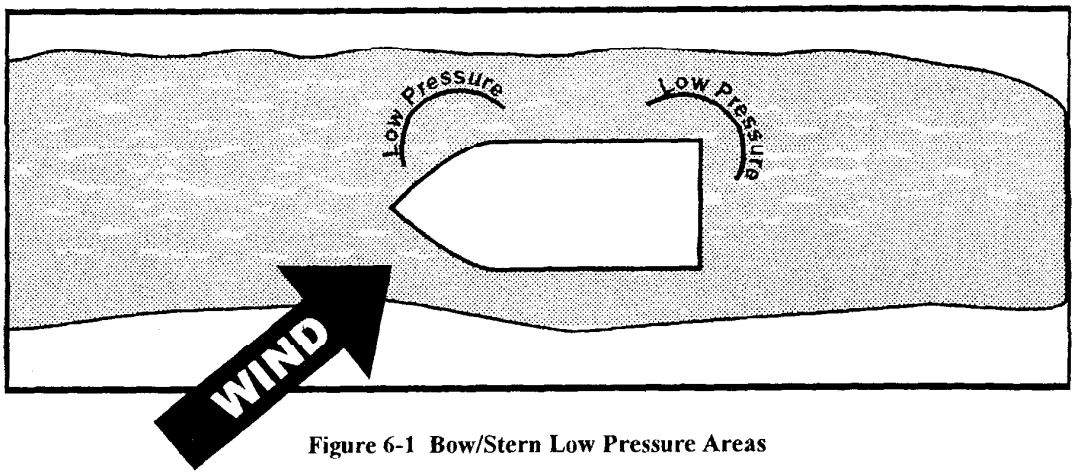

Figure 6-1 Bow/Stern Low Pressure Areas
5. Areas for Concern. The areas around the bow and stern of the beset vessel are where low pressure areas are most likely to occur. This is a result of the prop wash and backing of the beset vessel weakening the ice as it attempts to free itself (See **Figure 6-1**.) As the assisting vessel approaches either end of the beset vessel it should begin to open the distance between the vessels and be prepared to maneuver to avoid a collision.